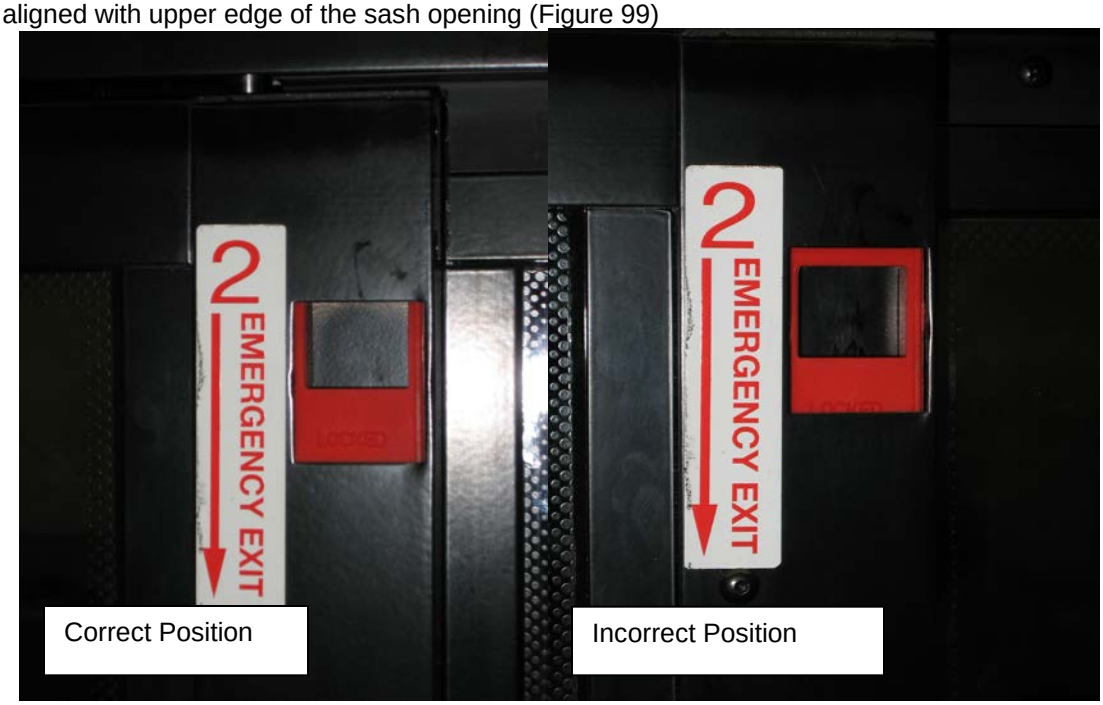

**FIGURE 99: RELEASE LATCH PROPER POSITION**
6. Confirm that both latches are in the closed (latched) position. The upper edge of the latch opening must be aligned with upper edge of the sash opening (Figure 99)